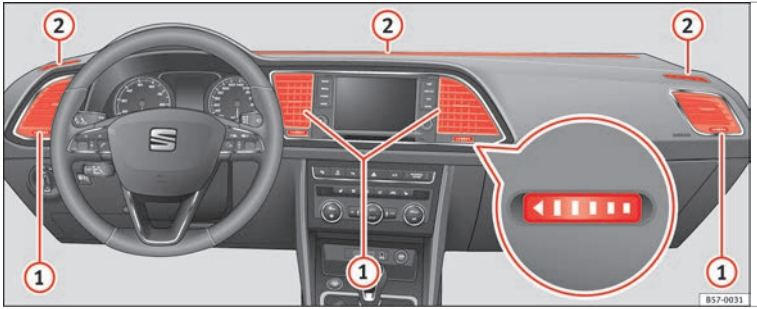

Fig. 174 On the dash panel: air vents
To ensure proper heating, cooling and ventilation in the vehicle interior, air vents ››› **Fig. 174** (1) should remain open.